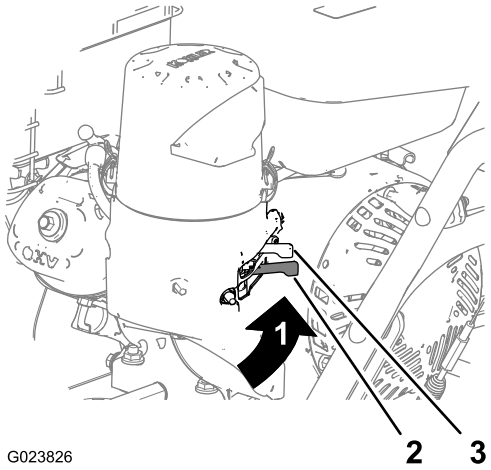

Figuur 9
Draai de brandstofkraan (onder de choke) naar rechts om de brandstof toe te voeren (Figuur 9).
2. Zet de chokehendel, achter-links op de motor, naar links in de AAN-stand. Als de motor warm is, laat de choke dan in de UIT-stand (Figuur 9).
5. Laat de motor enkele minuten warmdraaien en zet de choke dan in de UIT-stand (Figuur 9).
5. Met de brandstofklep kunt u de brandstoftoevoer onderbreken als de machine enkele dagen niet wordt gebruikt, in een gebouw wordt geparkeerd, of van/naar het werkterrein wordt getransporteerd (Figuur 9).